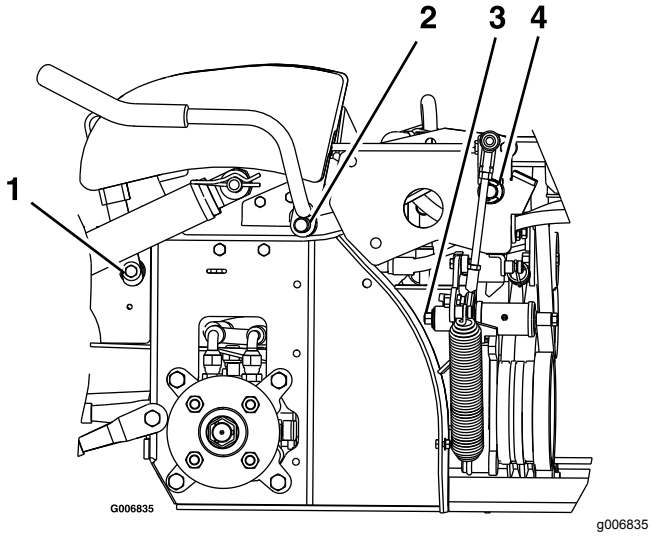

Figura 33
2. Lubrifique os casquilhos de estanho na articulação do manípulo do travão com um lubrificante em spray ou óleo leve (Figura 33).